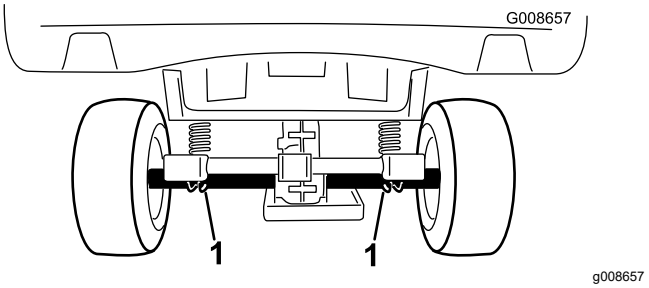

Figuur 21
- Het hefpunt aan de achterzijde van de machine bevindt zich onder de asbuizen (Figuur 21).